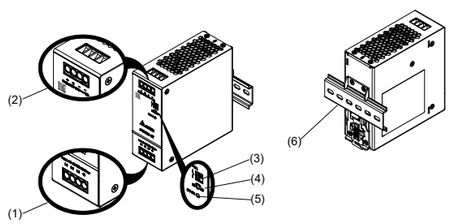

Figure 1
2. Gerätebeschreibung (Abb. 1)
4.1. Anschluss der Eingangsklemmen (Abb. 1 (1), Abb. 6)
4.2. Anschluss der Ausgangsklemmen (Abb. 1 (2))
Verwenden Sie die Schraubklemmen „+“ und „-“, um den 24 Vdc-Anschluss herzustellen. Am Ausgang stehen 24 Vdc zur Verfügung. Die Ausgangsspannung kann am Potentiometer zwischen 24 und 28 Vdc eingestellt werden. Die grüne LED “DC OK” zeigt die korrekte Funktion des Ausgangs an (Abb. 1 (5)). Das Gerät verfügt über einen Kurzschluss-, Überlast- und Überspannungsschutz, der auf < 35 Vdc begrenzt ist.